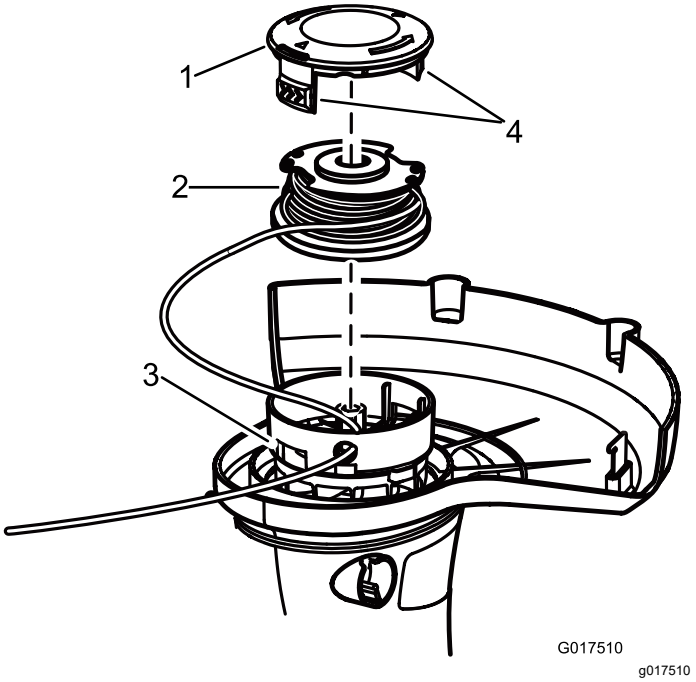

Figura 13
2. Presione las pestañas laterales del retén del carrete (Figura 13).
2. Retire el carrete; consulte cambio del carrete (Figura 13).